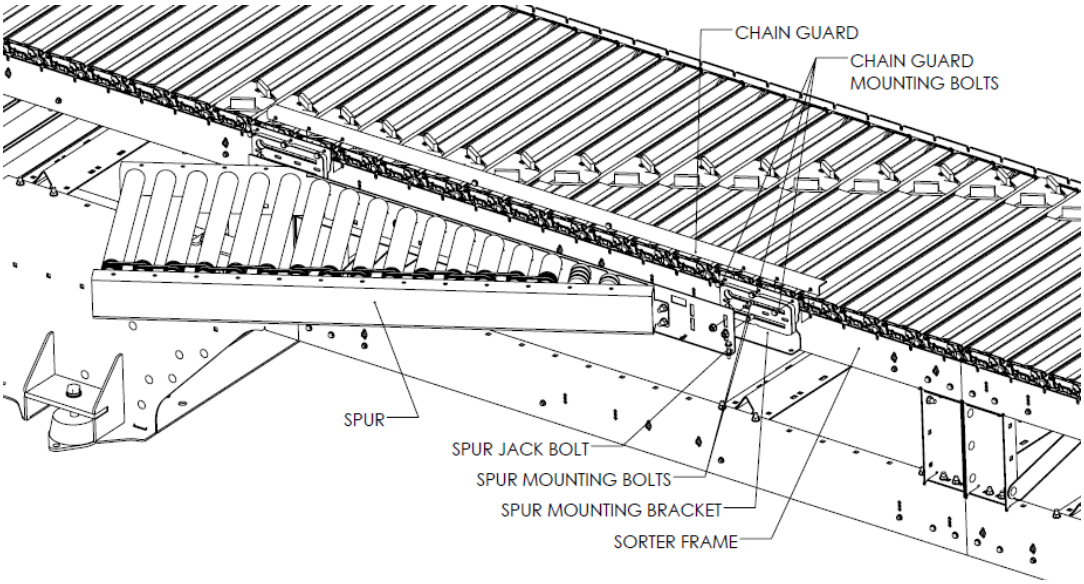

Figure 7-Spur Mounting Detail
6. Tighten spur mounting bolts once spur is in its final position. See Figure 7.